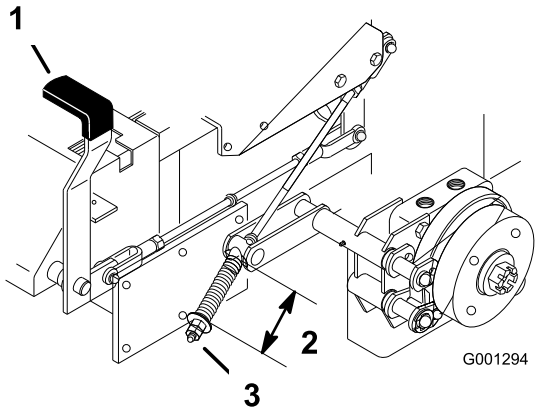

Figuur 62
2. Meet de lengte van de veer. De lengte tussen de ringen moet 64 mm zijn (Figuur 62).
3. Als de lengte moet worden afgesteld, draait u de contramoer onder de veer los en draait u de moer direct onder de gaffel aan (Figuur 62). Draai de moer totdat de lengte correct is. Draai de moer naar rechts om de veer korter te maken en naar links om de veer langer te maken.